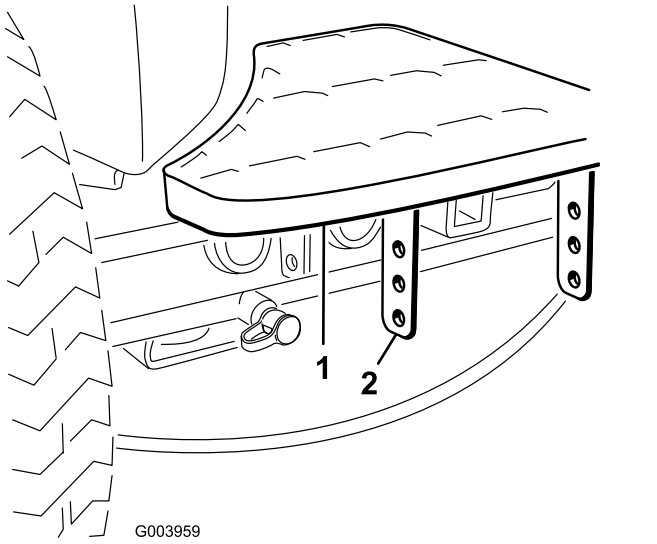

Figura 2
1. Retire os 2 parafusos e porcas que prendem os suportes do degrau à estrutura da unidade de tração (Figura 2)